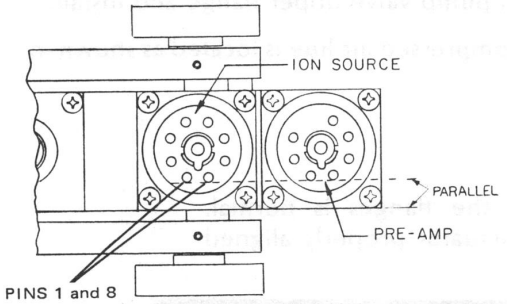

Figure 6-12.
10. Wipe the new O-ring and mating surfaces with clean lint-free cloth and place new ion source in cavity. Locating pin should be approximately in center of guide hole. Be sure that pins 1 and 8 are parallel to the sidewall of the spectrometer tube (Figure 6-12). Tighten hold-down flange evenly and firmly. (A straight edge held against pins 1 and 8 of both octal arrays is a convenient way to assure parallelity.)